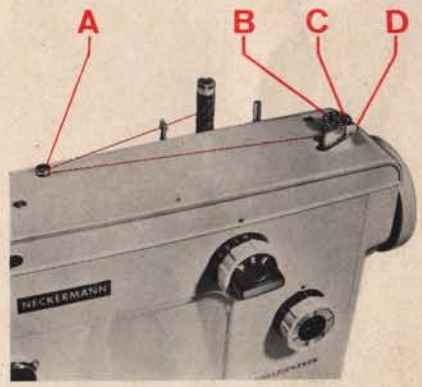

Abb. 4
3. Unterfaden-Aufspulen (Abb. 4)